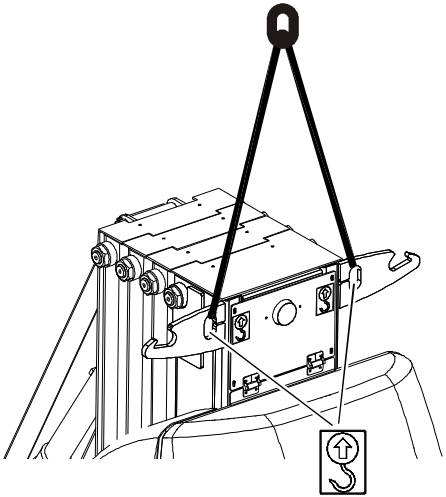

**Figur 3-16. Løfte maskinen**
- Fest løftestropper/kjettinger til BEGGE festeører som vist på Figur 3-16.